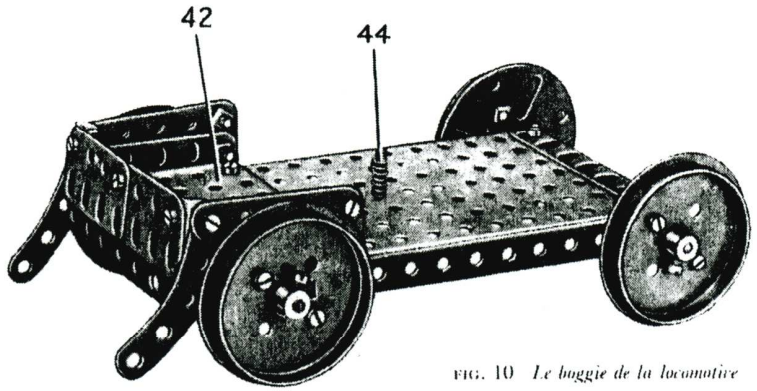

FIG. 10 *Le boggie de la locomotive*
Construction du boggie (Fig. 10)
Le boggie se construit en boulonnant une plaque sans rebords de 14 × 9 cm. et une plaque à rebords de 9 × 6 cm. (42) (Fig. 10) sur une cornière de 15 trous de chaque côté. Une cornière de 7 trous est boulonnée à une extrémité et une bande coudée de 90 × 12 mm. est fixée à l'autre extrémité. Une plaque flexible de 6 × 4 cm. est fixée sur chaque rebord de la plaque (42) et est bordée par une bande de 5 trous et munie d'une bande incurvée de 6 cm. disposée comme le montre la figure. A l'avant, deux poutrelles plates de 4 trous sont boulonnées ensemble et sont fixées sur la plaque flexible par des équerres. Les roues du boggie sont des boudins de roue et des plateaux centraux boulonnés ensemble, et elles sont fixées sur les tringles de 13 cm. Chacune des tringle est tenue en place par deux bagues d'arrêt.
Le boggie est fixé à l'aide de contre écrous sur un boulon de 28 mm. (43) (Fig. 2) qui passe au travers d'une bande de 7 trous boulonnée au travers du chassis. Un boulon de 19 mm. (44) (Fig. 10) passe dans le boggie et reçoit un ressort de compression. Le boulon est ensuite fixé sur une bague d'arrêt à glissière (45) (Fig. 2) qui est passée sur une bande incurvée de 6 cm. fixée sur le chassis par des supports plats.